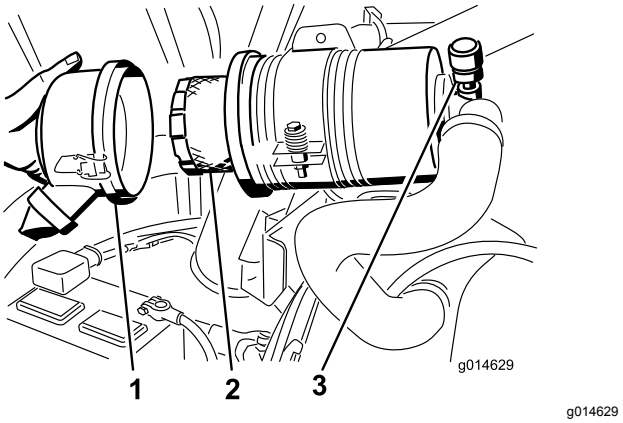

Figure 52
3. Déposez et remplacez le filtre (Figure 52).